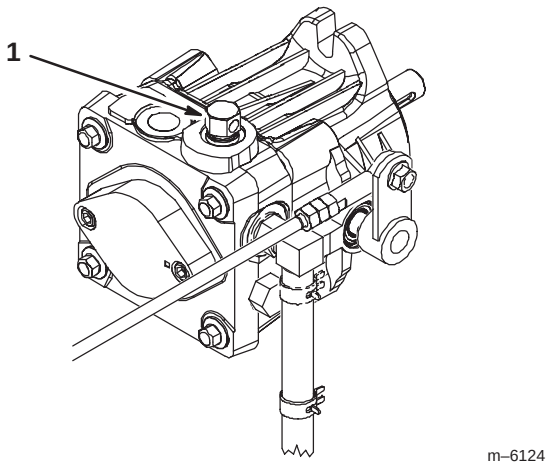

Figure 24
2. Tournez les vannes de dérivation d'un tour dans le sens anti-horaire pour pousser la machine. Cela permet au liquide hydraulique de contourner la pompe et aux roues de tourner (Fig. 24).
1. Tournez les vannes de dérivation d'1 tour dans le sens horaire pour utiliser la machine (Fig. 24).